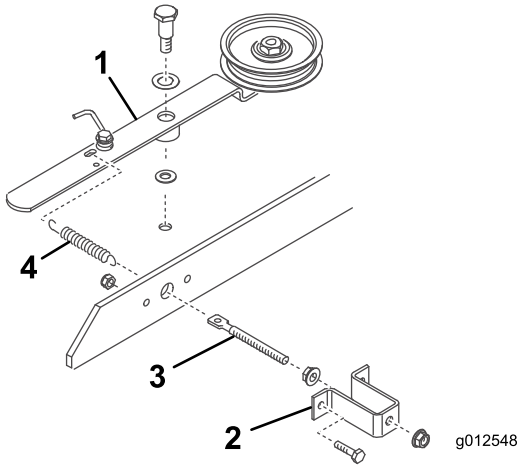

**Figur 20**
3. Skru en flangemøtrik (5/16-18 tomme) ca. 5 cm på den gevindskårne stang (Figur 20).
4. Sæt enden af den gevindskårne stang gennem det store hul i fjederbeslaget, og fastgør den løst med en anden flangemøtrik (5/16-18 tomme) (Figur 20). Tilspænd ikke flangemøtrikkerne.
5. Indsæt den anden ende af den gevindskårne stang gennem hullet i brostangen, og fastgør fjederbeslaget til broen med to bolte og låsemøtrikker (Figur 20).
6. Sæt den korte løkke af fjederen i hullet i den gevindskårne stang og den lange løkke i hullet i styrehjulsarmen (Figur 20).
7. Monter styreremskivearmen på skjoldet med følgende dele i denne rækkefølge: en drejeskrue (3/8-16 tomme), en trykskive (1/2 tomme), styrehjulsarmen, en trykskive (3/8 tomme), skjoldet og en låsemøtrik (3/8-16 tomme) (Figur 20). (Tilspænd ikke flangemøtrikkerne på den gevindskårne stang på dette tidspunkt. Juster fjederspændingen, når blæserenheden og remmen er blevet installeret.)